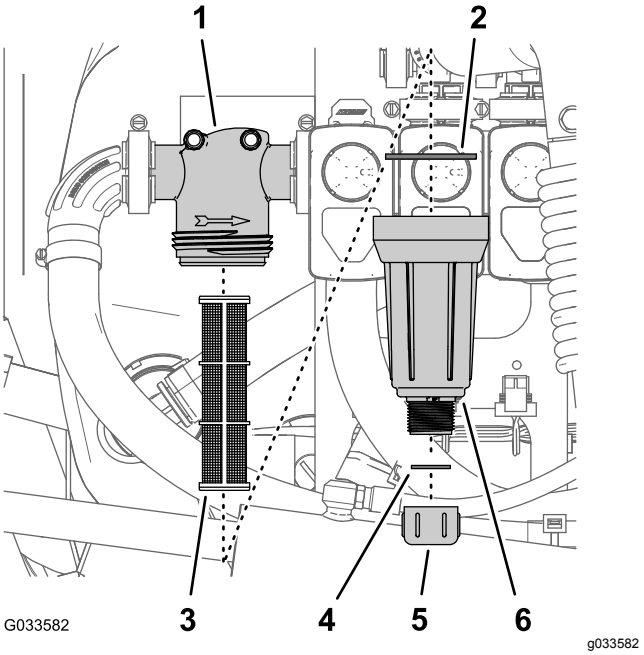

Figuur 79
2. Plaats een opvangbak onder het drukfilter (Figuur 79).
3. Draai de aftapdop linksom en neem ze van de bak van het drukfilter (Figuur 79).
4. Draai de bak linksom en verwijder de filterkop (Figuur 79).
5. Verwijder het drukfilterelement (Figuur 79).
7. Controleer de pakking voor de aftapplug (in de bak) en de pakking voor de bak (in de filterkop) op schade en slijtage (Figuur 79).
8. Monteer het drukfilterelement in de filterkop (Figuur 79).
9. Maak de bak handmatig vast op de filterkop (Figuur 79).
10. Monteer de aftapdop op de fitting onderaan de bak en draai de dop handmatig vast (Figuur 79).